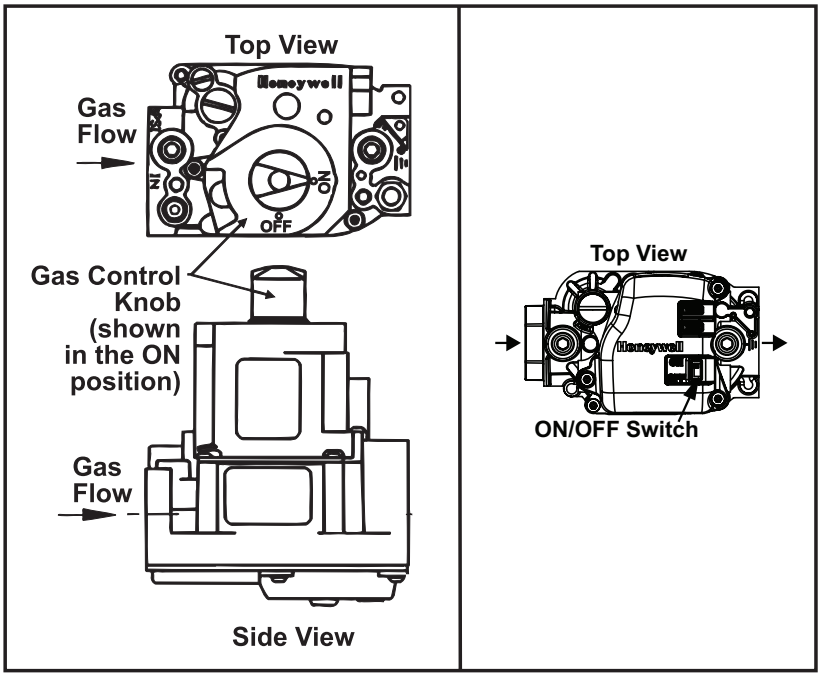

**Figure 20. Gas Valve ON/OFF Control**
3. Open access door and locate gas control (ON/OFF) knob or switch on gas valve (see **Figure 20**).